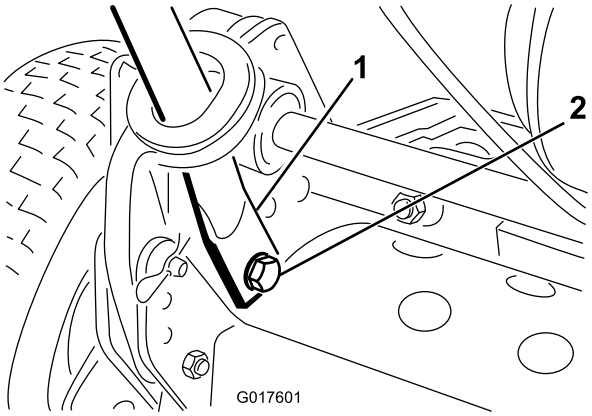

Rysunek 3
4. Ściśnij końce uchwytu do wewnątrz i zamontuj je na trzpieniach mocujących (Rysunek 3).
5. Zamocuj końce uchwytu do trzpieni mocujących przy pomocy wcześniej usuniętych śrub, podkładek i podkładek blokujących (Rysunek 3).
6. Zamocuj ramiona uchwytu do tylnej części ramy za pomocą wcześniej usuniętych zawleczek i trzpieni pierścieniowych (Rysunek 3).